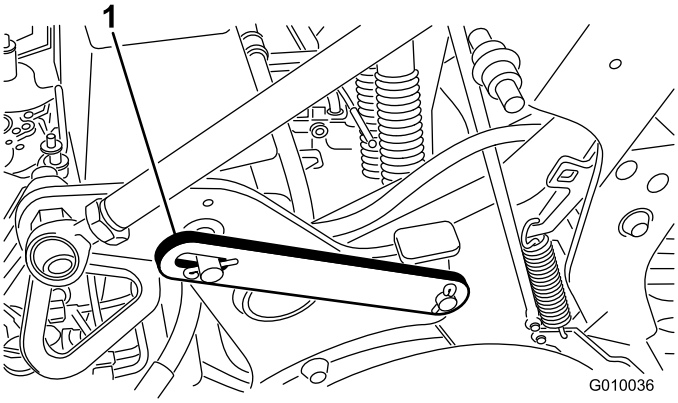

Figuur 20
2. Verwijder de borgveer waarmee de onderhoudsvergrendeling vastzit in de opbergstand (Figuur 20).